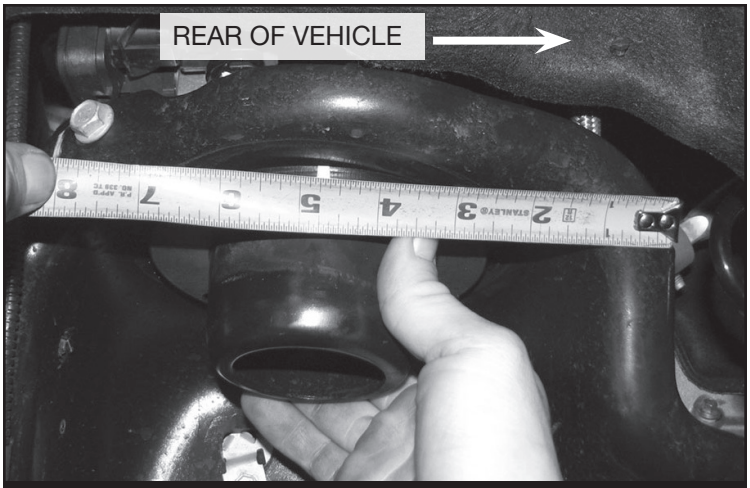

FIGURE 6 - STEP 10
10. Locate FT30728 (Drill guide). Place the guide up in the upper coil spring mount with the notch facing towards you. Measure 4-3/4” from the edge of the mount. Place the notch at the 4-3/4” mark. Next, mark the 3 holes and remove the guide. **SEE FIGURES 6**